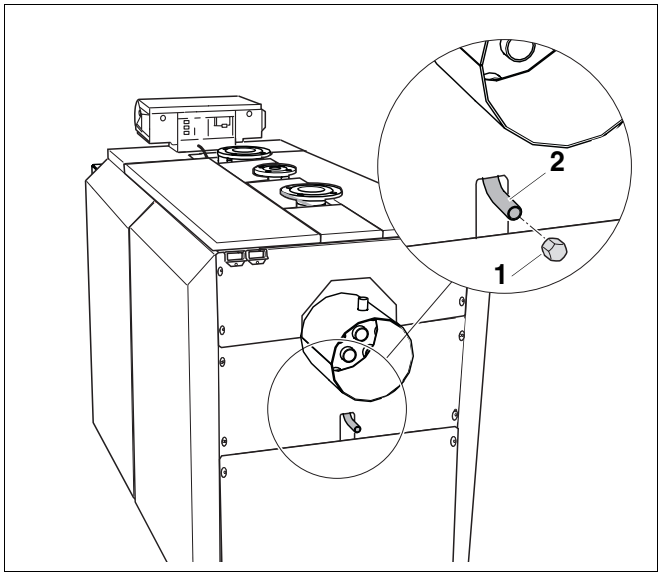

Рис. 52 Открывание / закрывание стока
- Снять заглушку стока (рис. 52, **поз. 1**).
- Вновь закрыть сток (рис. 52, **поз. 2**) заглушкой (рис. 52, **поз. 1**).